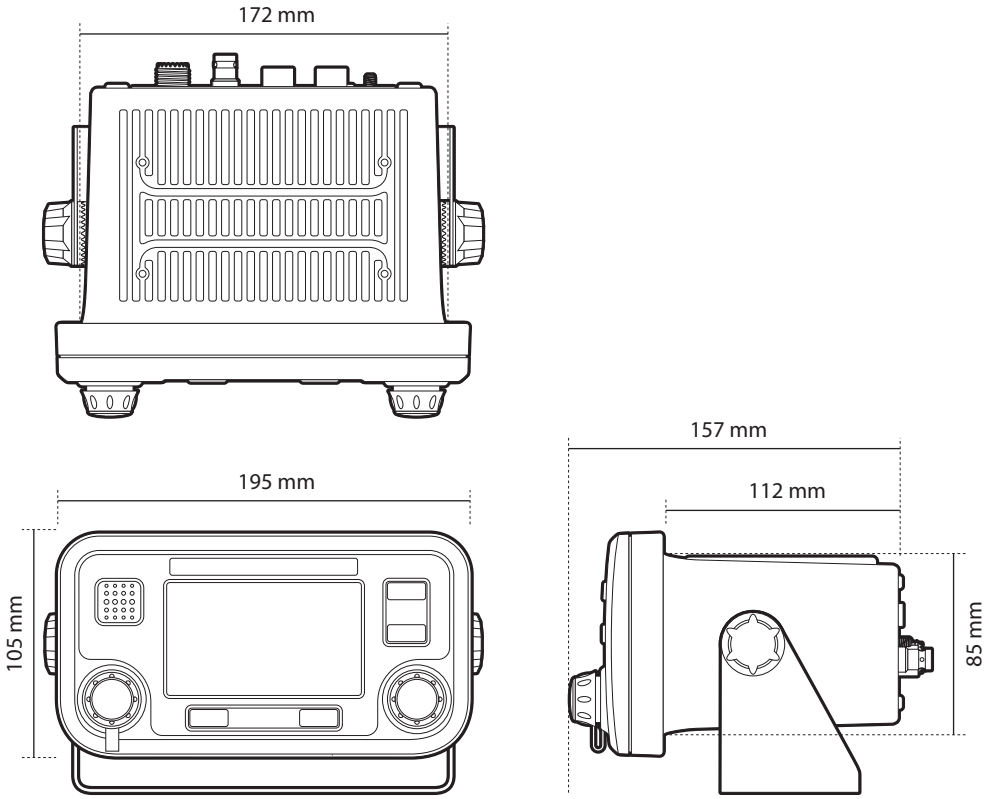

Ilustración 34 Dimensiones del transceptor AIS
- Debe haber un espacio adecuado alrededor del transceptor AIS para colocar los cables. Consulte la Ilustración 34 para obtener información sobre las dimensiones del transceptor AIS.